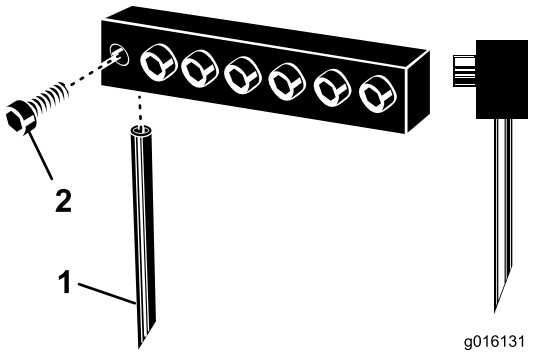

Figur 27
3. Løsne festeboltene og fjern pipene du har brukt tidligere (Figur 27).
Merk: Utløsningsåpningen for hule luftepiper skal være vendt mot bakre del, mens tuppvinkelen for solide piper skal være vendt mot maskinen (Figur 27).